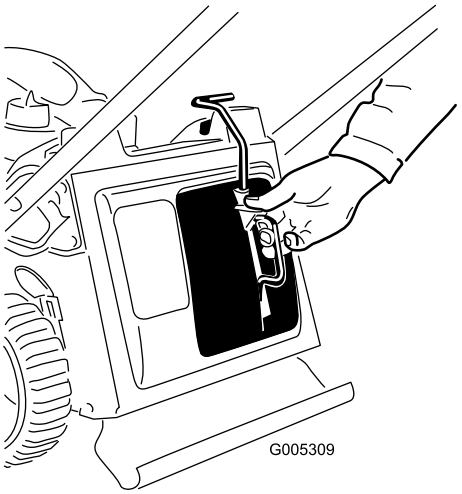
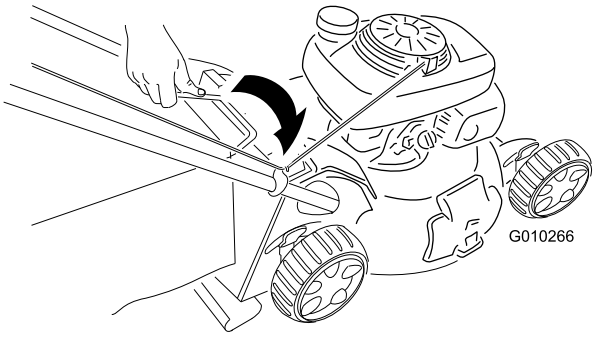

Figur 19
Figur 20
1. Montera mullningspluggen (Figur 19) eller gräsuppsamlaren (Figur 20) på maskinen.